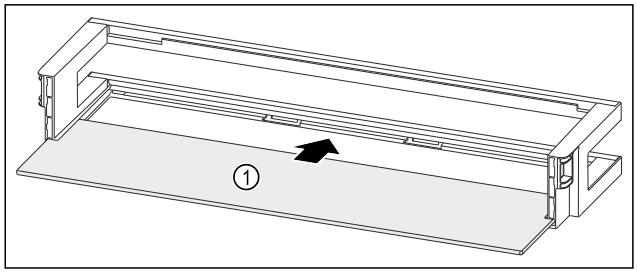

Fig. 150 Ajtópolc tárolólappal
- ▶ Tolja be a tárolólapot *Fig. 150 (1)* az oldalsó bemarásokba.